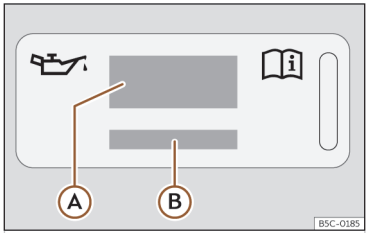
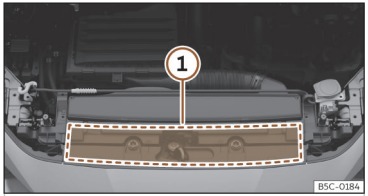

Abb. 213 Im Motorraum: Aufkleber mit Motoröl-Spezifikationen
Abb. 214 Im Motorraum: Position des Aufklebers mit Motoröl-Spezifikationen
Legende zur ››› **(Abb. 213)**:
Wenn Motoröl nachgefüllt werden muss, verwenden Sie eines der auf dem Aufkleber angegebenen Motoröle ››› **(Abb. 213)**. Der Aufkleber mit der vorgeschriebenen Motoröl-Norm befindet sich im vorderen Bereich des Motorraums ››› **(Abb. 214)** ①. Bei Verwendung des empfohlenen Motoröls kann das Motoröl so oft wie erforderlich nachgefüllt werden.
- **Wenn der Aufkleber mit den Motoröl-Spezifikationen ››› (Abb. 213) fehlt, wenden Sie sich an einen Fachbetrieb.**